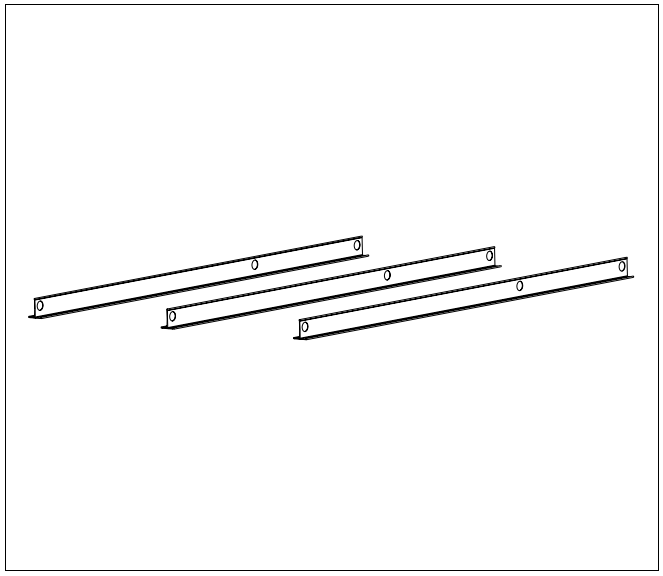

Afb. 24 T-profielen van het basisframe – verticale uitvoering
- Plaats de drie benodigde T-profielen (bij horizontale uitvoering vier T-profielen) voor een collector (afb. 24) op een afstand van ca. 500 mm naast elkaar.